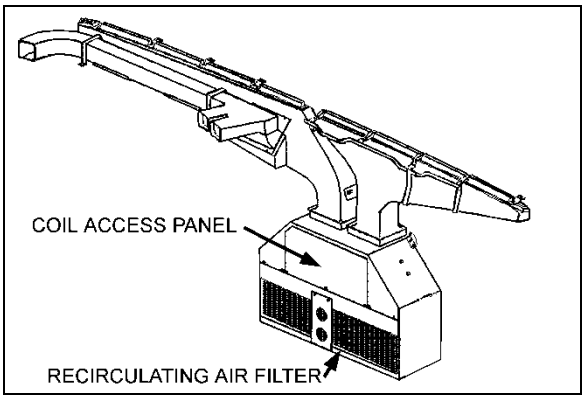

**FIGURE 14: DRIVER'S UNIT AIR FILTERS** 22171
**Once a year**, gain access to the driver's unit, remove the coil access panel (Figure 14) and clean the **driver's** unit evaporator and heater coils with low pressure air jet, taking care not to damage fins. Clean the bottom of the defrost plenum.